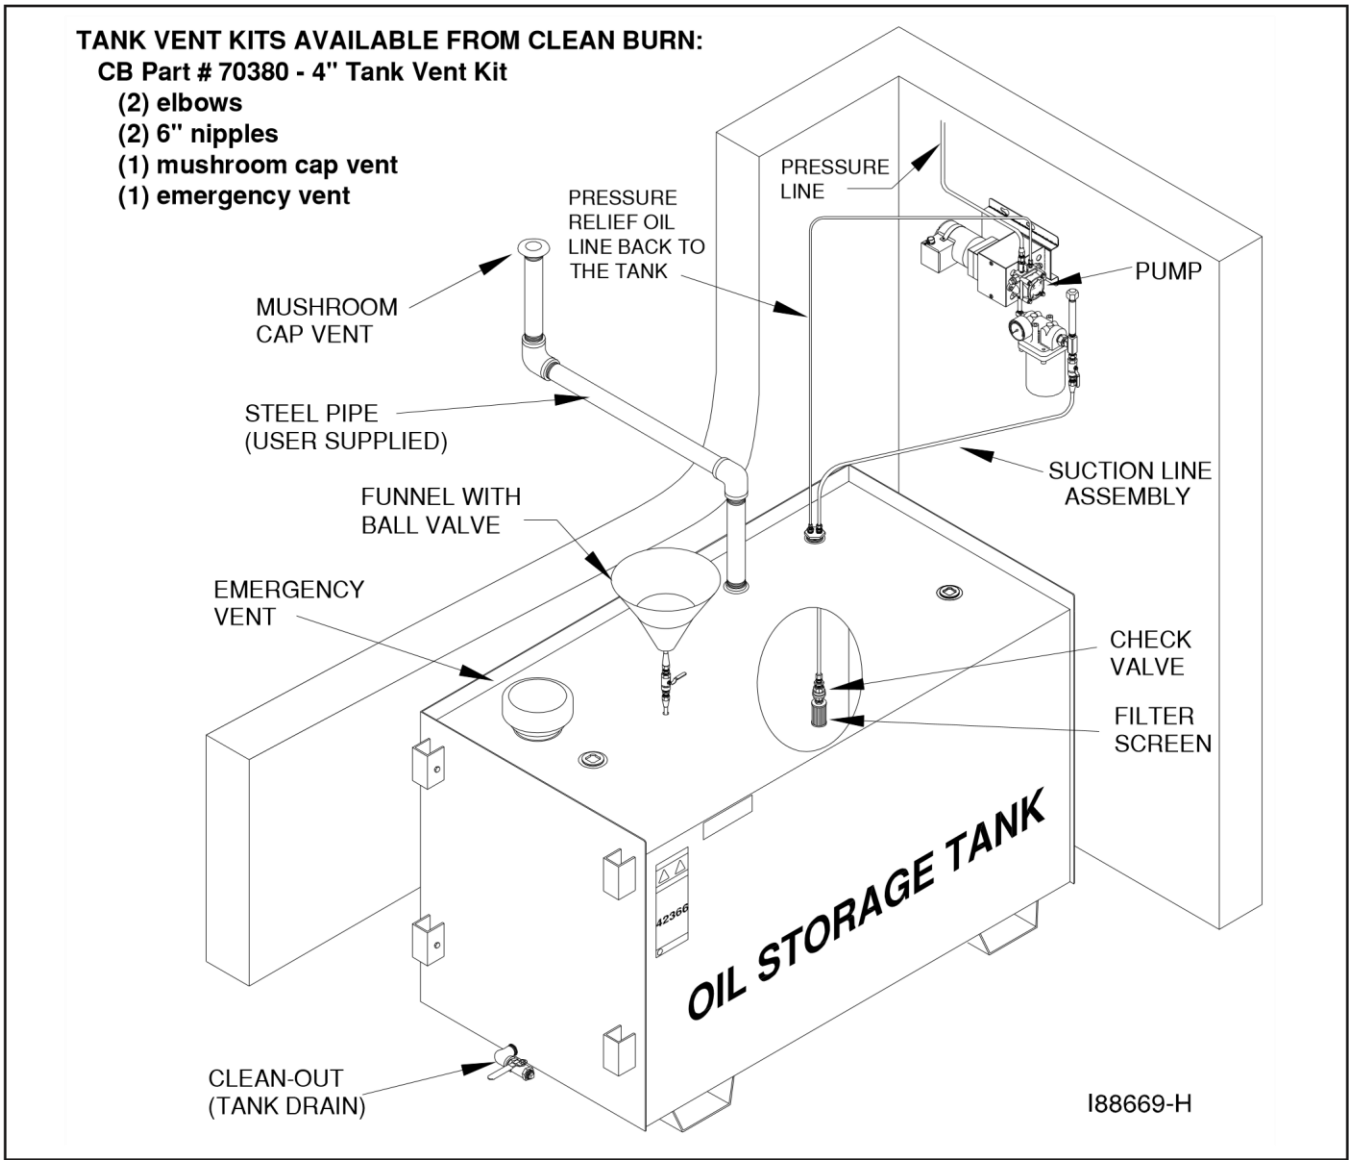

Figure 4D - Typical Metering Pump Installation with Inside Tank
Codes require that you install a tank vent (to the outside) and an emergency vent for your tank as shown in Figure 4D. **Tank Vent Kits** are available from Clean Burn; contact your local Clean Burn dealer to order. Be sure to check your local codes for any additional tank installation requirements, and adhere to the following installation guidelines:
- Install a length of minimum 5 cm (2") steel pipe (user-supplied) terminating outside with a proper vent cap as shown in Figure 4D. Consult local codes for information and requirements concerning the proper venting of oil storage tanks.
- Install an emergency vent as shown in Figure 4D. Contact your tank manufacturer for information concerning the proper emergency vent for your tank.